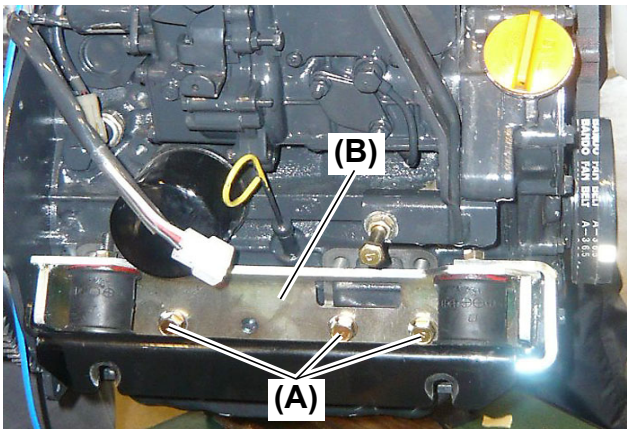

Fig. 1
1. Remove the three (3) M10 × 20 mm (L: 0.8 in.) bolts **(Fig. 1, (A))** per side that secure the engine mount stay **(Fig. 1, (B))** to the engine block.